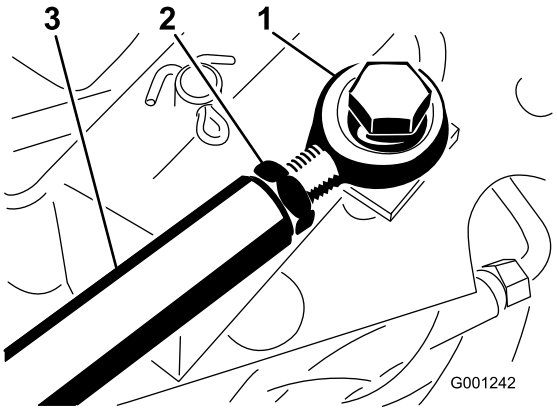

**Figur 68**
3. Justera drivstången om mer justering krävs (Figur 68), enligt följande: